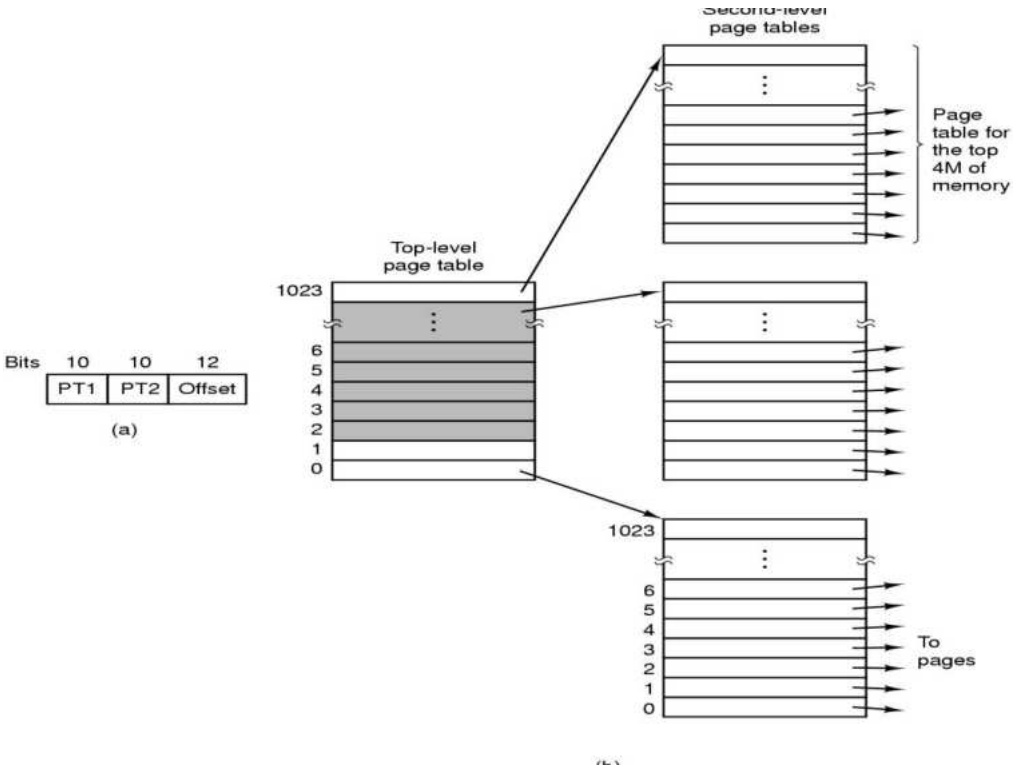

Figure 5-17. (a) A 32-bit address with two page table fields. (b) Two-level page tables.
- In Fig. 5-17(b) we see how the two-level page table works.